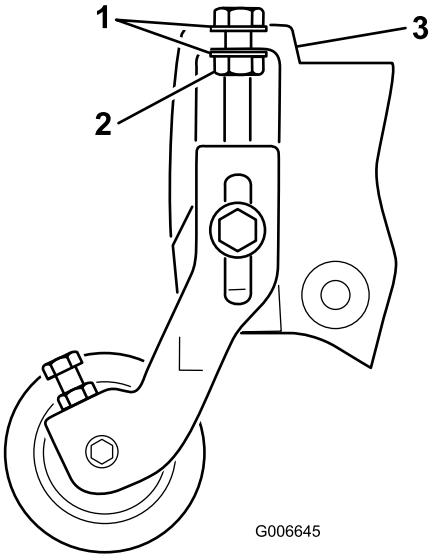

Figur 21
Merk: Skivene på klippehøydejusteringsboltene må plasseres på hver side av sideplatens flens (Figur 21).
17. Fest låsemutteren på klippehøydejusteringsbolten helt til skivene berører sideplatens flens, skru tilbake mutteren 1/2 omdreining (Figur 21).